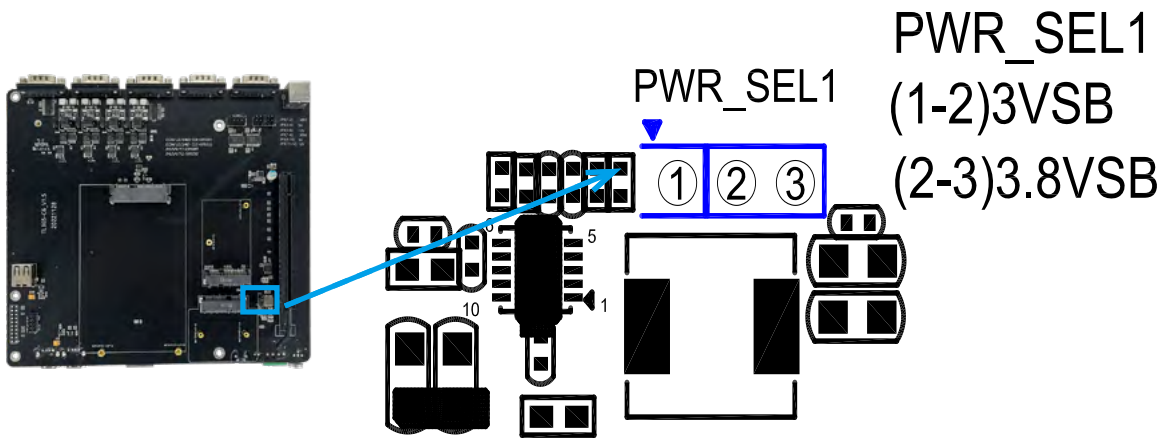

图 2.4 IO 板上的 PWR_SEL1 跳线位置
- 找到跳线 PWR_SEL1，有 3 个针脚，位于 Mini-PCIe 插槽和 GPIO 插槽附近。（如图 2.4）。